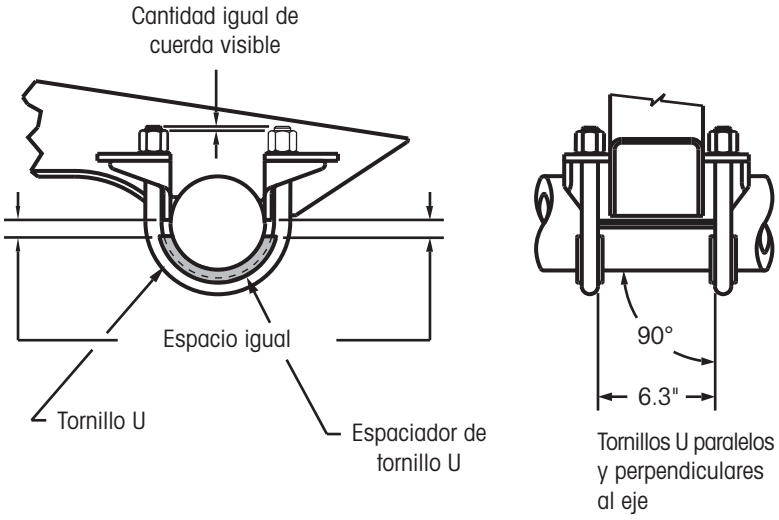

Figura 47. Colocación del tornillo U con el espaciador del tornillo U
2. Instale los tornillos U en el eje y a través de los agujeros de montaje en ambas vigas de la suspensión. Asegure que el espaciador del tornillo U se acomode correctamente en el área de montaje (Figura 47).
NOTA: Un apriete adecuado resultará en una cantidad igual de cuerda visible arriba de las perchas en cada lado del tornillo U (Figura 47).